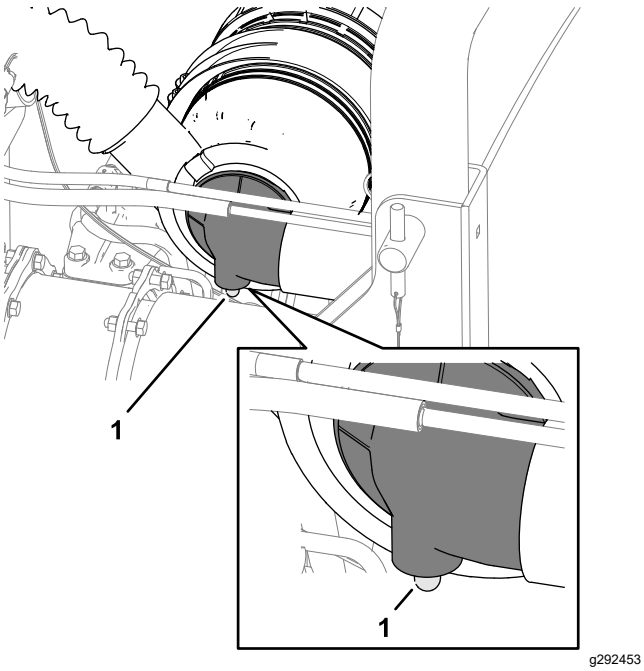

Figuur 51
2. Controleer de indicator voor blokkage in het luchtfilter (Figuur 51).
Opmerking: Geef het primaire luchtfilter een onderhoudsbeurt wanneer de indicator voor blokkage in het filter (Figuur 51) rood is. Als u het luchtfilter regelmatig vervangt, wordt de kans vergroot dat er vuil in de motor komt als het filter wordt verwijderd.